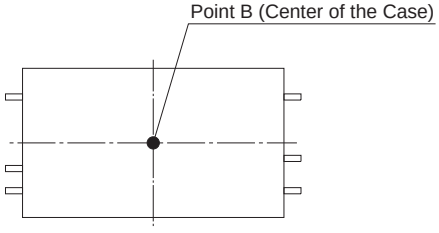

Fig.8.16 Temperature Measuring Point in the case of Forced Air Cooling (Upper Surface of the Case)
② SUC10
■In the case of forced air cooling, please have sufficient ventilation to keep the temperature of point B in Fig.8.16 at 95℃ or below.